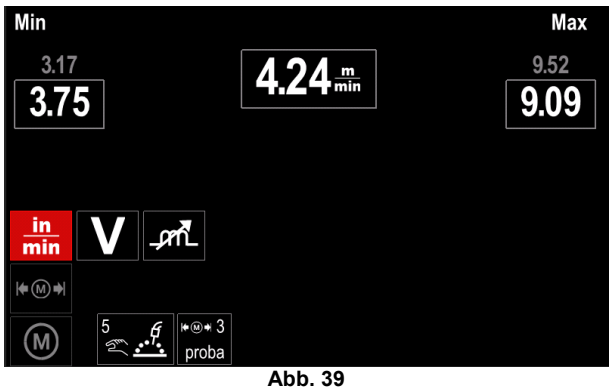

**Abb. 39**
- Abbildung 39 zeigt die Wirkung der Parameterwertänderung.